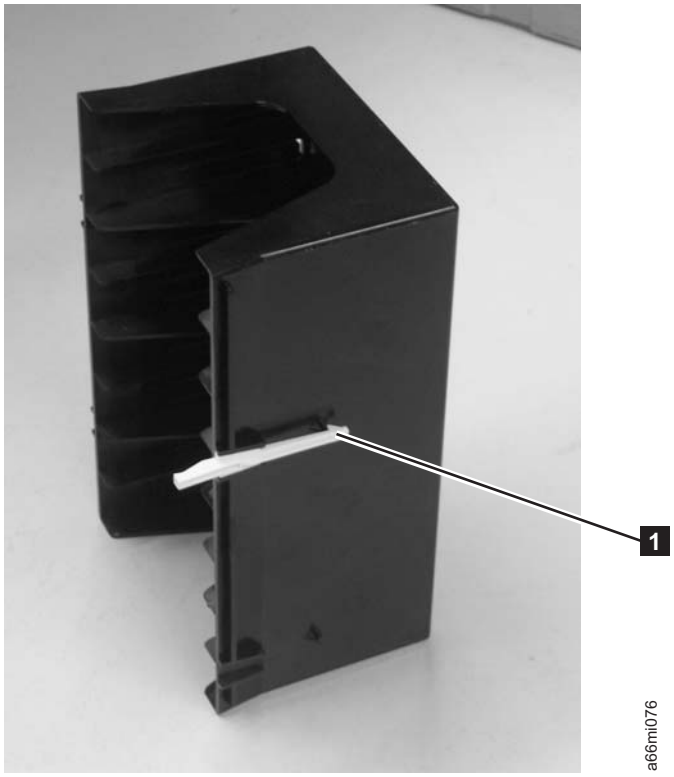

Figure 7-125. Fiducial on storage column
b. Insert the new fiducial by sliding it into the slot until it locks into place (1 in Figure 7-125).